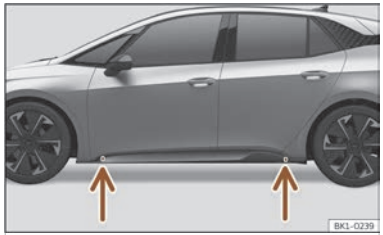

Fig. 196 Jack position points.
- Look on the crossbar for the mark of the jack support point (sunken area) closest to the wheel to be changed ››› **Fig. 196**.